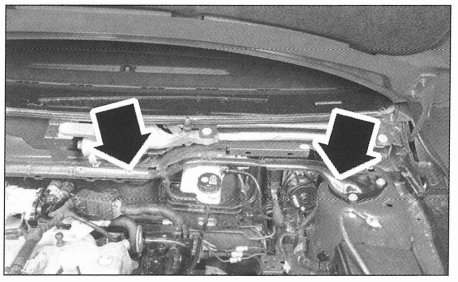

FIG. 57
- el refuerzo de soporte superior del conjunto McPherson de suspensión, lado izquierdo **(fig. 57)**.